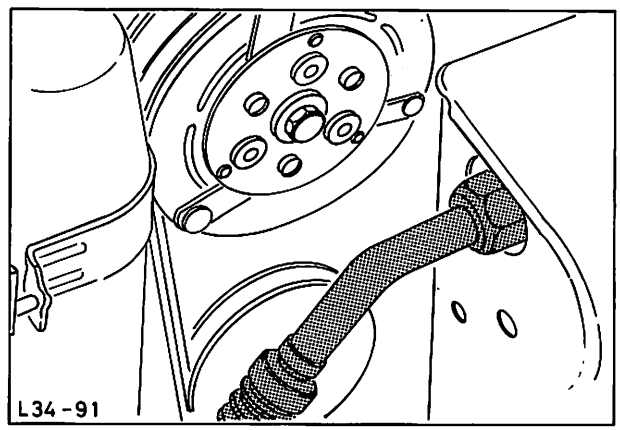

Abb. 69 Schlauch am Kondensator anbauen
6. Schlauch am Kompressor und Kondensator anbauen, Abb. 69.